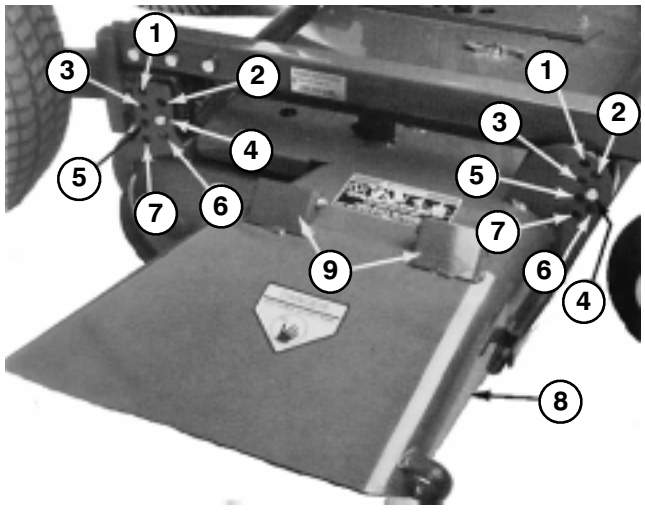

Figure 8
6. Re–install PTO shaft guard to gearbox with (2) capscrews and lockwashers previously removed.
7. Lower carrier frame and install (4) clevis pins through desired height–of–cut bracket holes and frame brackets. Secure all four pins with hair pin cotters (Fig. 8).